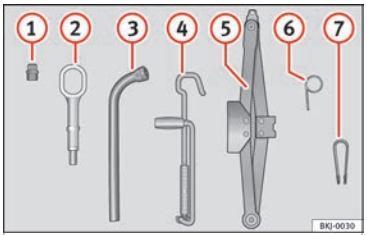
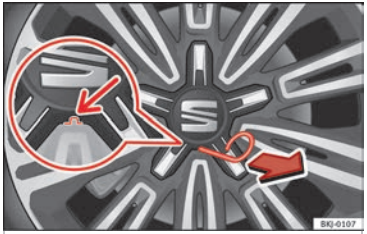

Fig. 76 Underneath the floor panel of the luggage compartment: vehicle tool kit.
Fig. 78 Removing the central wheel trim.
- Attach the wire hook (vehicle tools ››› Fig. 76 ⑥) to one of the chambers of the central wheel trim.
- Attach the wire hook (vehicle tools ››› Fig. 76 ⑥) to the housing provided for this ››› Fig. 78.
- Pull on it to remove the trim ››› Fig. 78.